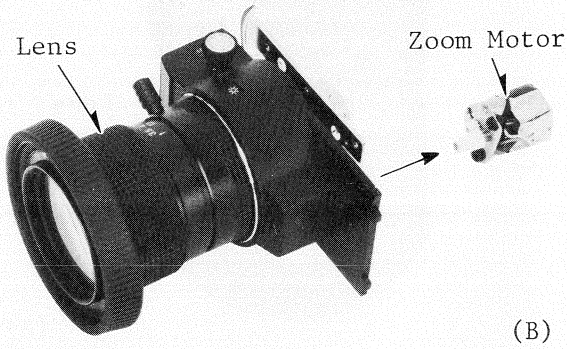

Fig. 20
5-2. Unscrew 2 screws (A) and remove the zoom motor (see Fig. 20-A/B).